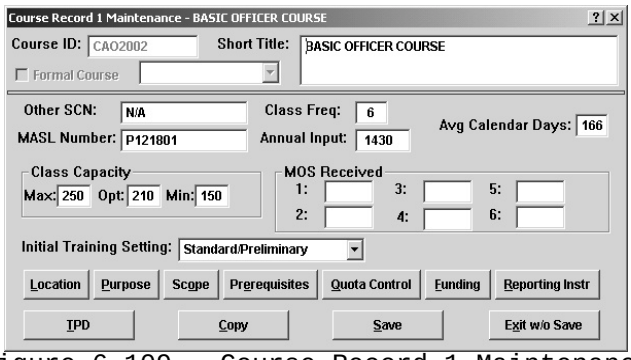

Figure 6-109. Course Record 1 Maintenance
1. From the Maintenance drop-down menu, choose CDD. Then choose Course Record 1. The Course Record 1 Maintenance dialog box (Figure 6-109) opens.